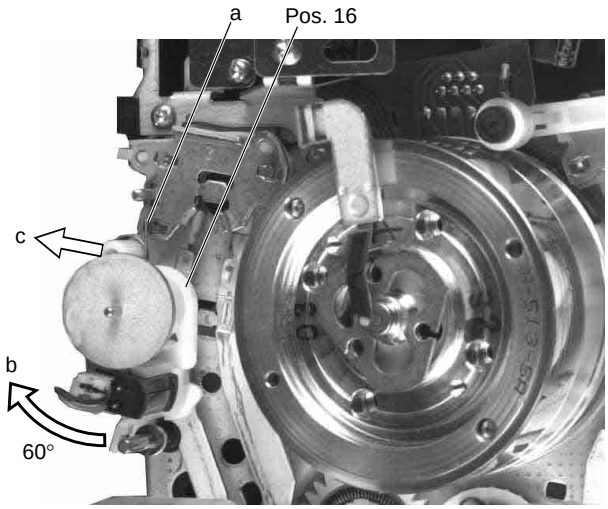

Fig. 21
– Drehfeder (a) aushängen (Fig. 21).
– Unhook the torsion spring (a, Fig. 21).